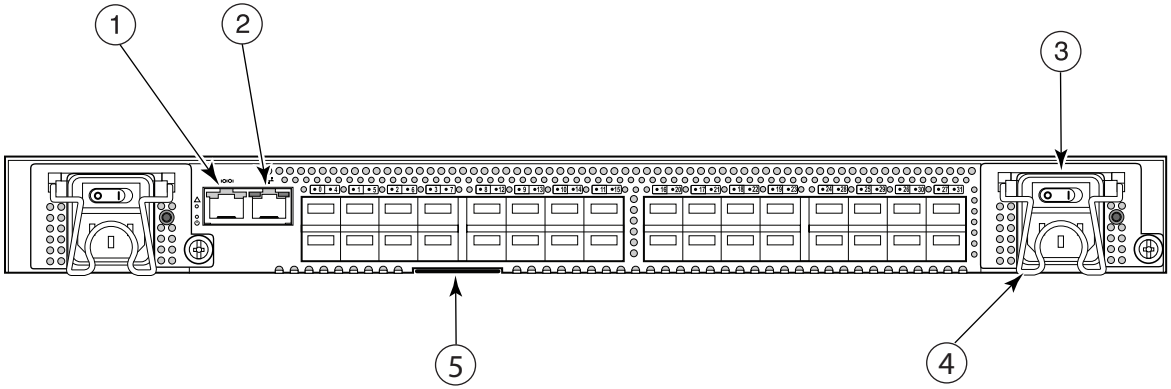

Figure 372 Port side view of the DS-5000B
Figure 372 shows the port side of the DS-5000B.
- **Ethernet Port**: The DS-5000B provides a fully IEEE-compliant 10/100BaseT Ethernet port for switch management console interface. When a device is connected to the port, both ends negotiate to determine the optimal speed. The DS-5000B adopts a 1x2 RJ45 connector to provide Ethernet and serial ports to the outside. The Ethernet connection uses one of two RJ-45 ports. There are two integrated visible LEDs for Ethernet port (see Figure 372). One indicates transmit/receive activity and one